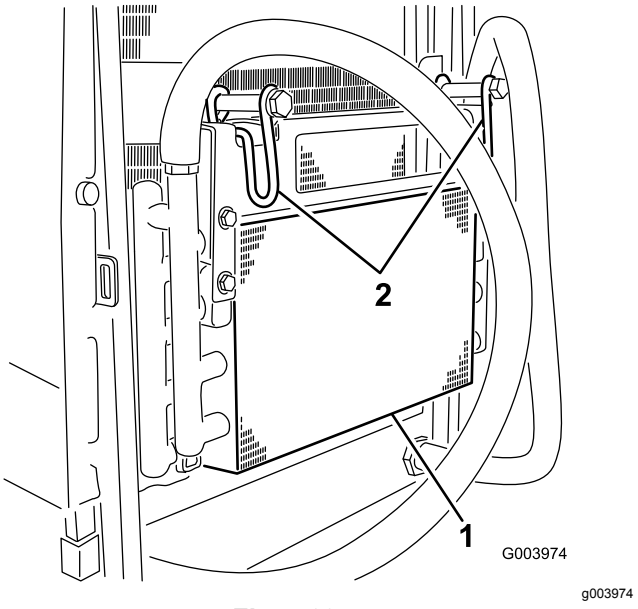

Figur 60
5. Drej låsehåndtagene indad, så oliekøleren løsgøres (Figur 60).